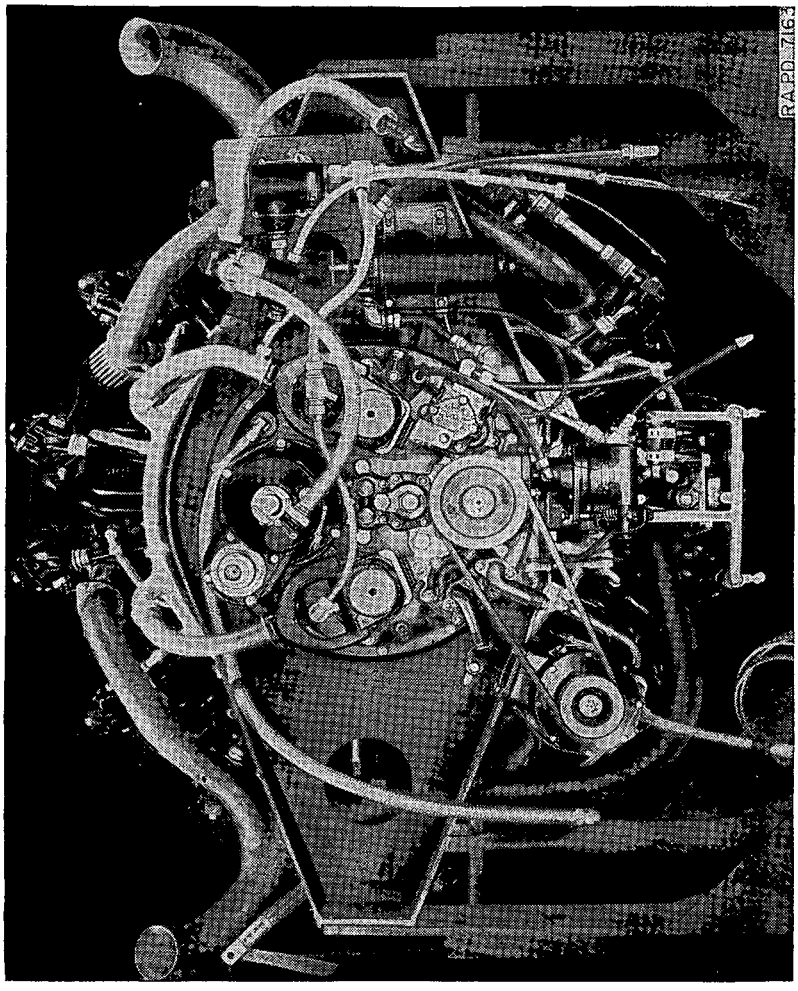

FIGURE 22.—Continental engine W670, series 9A.
43. General description and data (fig. 22).—*a.* The Continental W670-9A is an air-cooled, 7-cylinder, static radial engine of the aviation type.
b. Replacement.—(1) *Removal of oil pump assembly* (fig. 22).—(*a*) Disconnect the inlet and outlet lines at the pump.